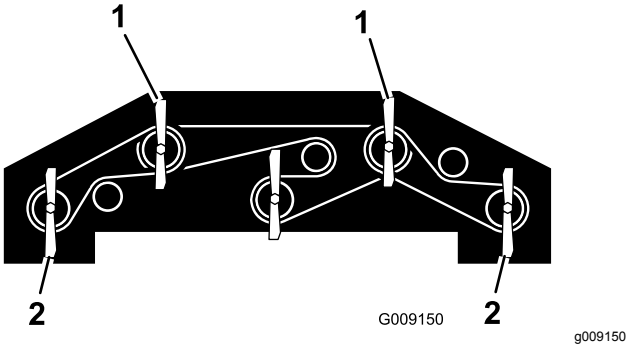

**Figur 139**
1. Vrid varje kniv så att den är riktad rakt framåt (Figur 139).